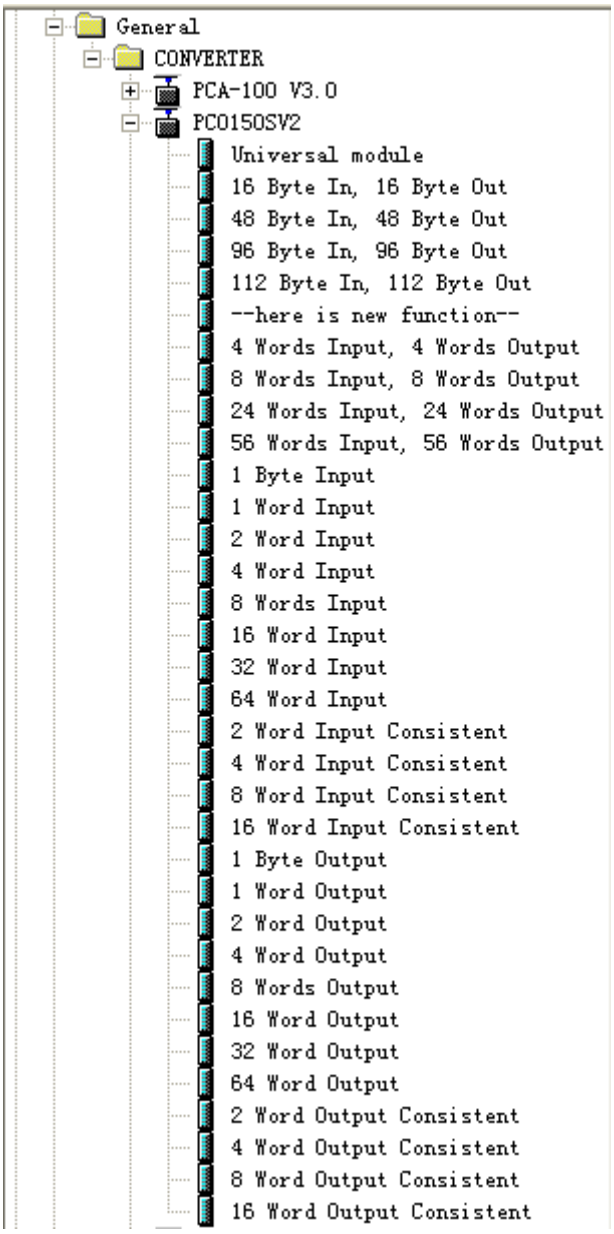

图 6
6. 您可以在这里找到您注册的设备，右侧窗口/Profibus DP/Additional Field Devices/Converter/PCO-150S/，如图 6 所示